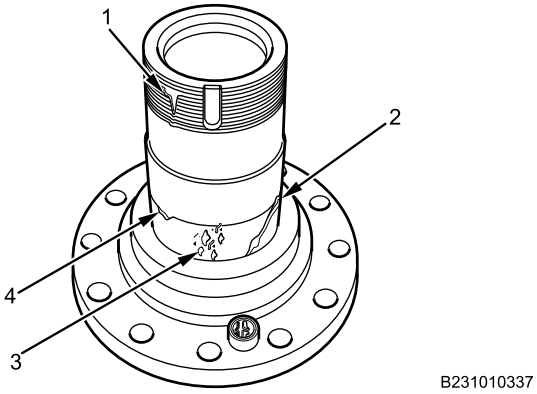

Figure 8. Spindle Inspection.
5. Inspect spindle for damaged threads (Figure 8, Item 1), scratches on bearing surface (Figure 8, Item 2), pitting (Figure 8, Item 3), or spalling (Figure 8, Item 4). If damage is found, replace spindle.